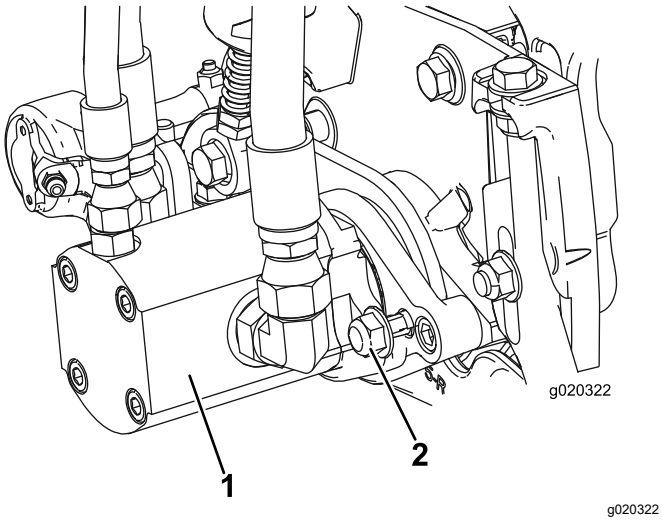

Figure 13
17. Montez le moteur en le tournant dans le sens horaire jusqu'à ce que les brides passent les contre-écrous (Figure 13). Tournez le moteur